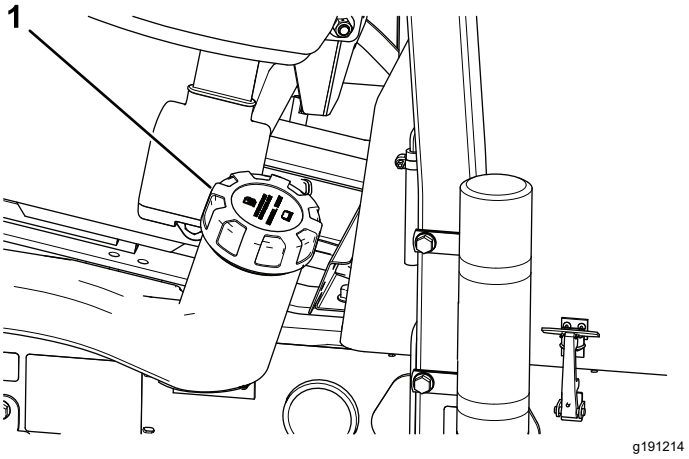

Figuur 36
2. Maak de omgeving van de dop van de brandstoftank schoon (Figuur 36).